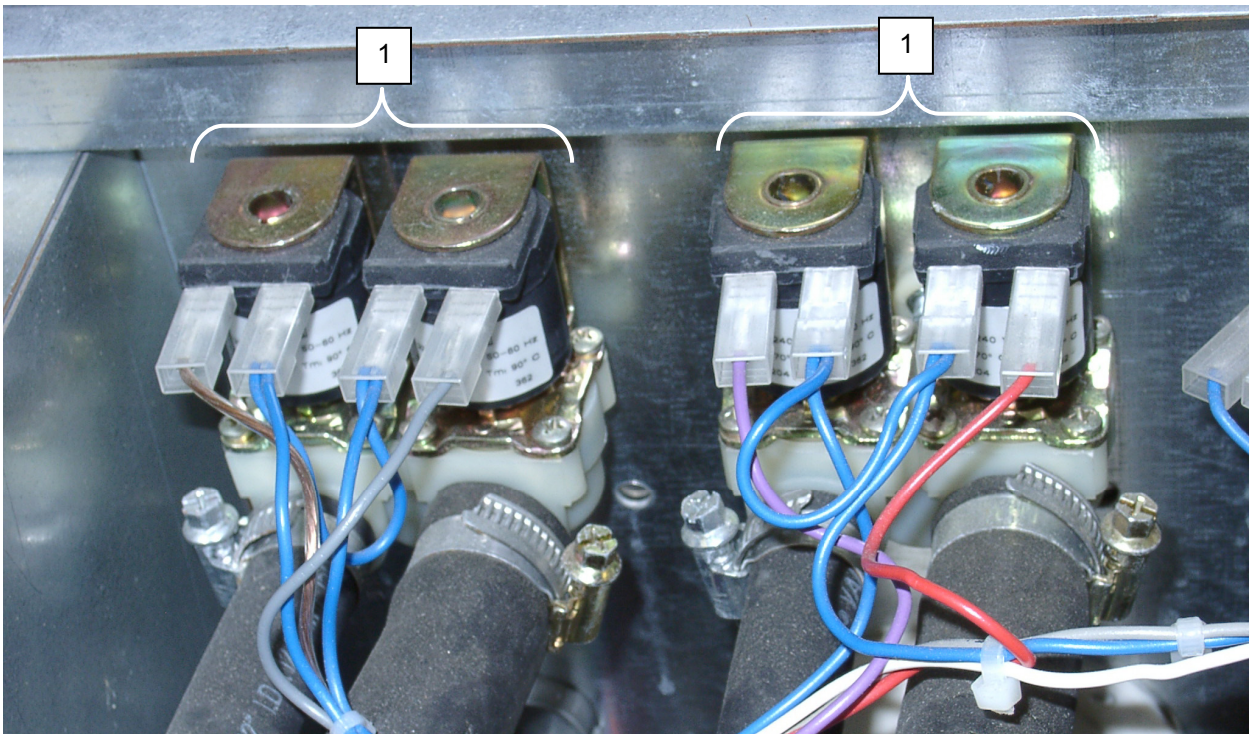

Figure 5. Replace the Washer Water Inlet Valve (2-Way Valve).
2. Tag and disconnect wiring and internal hoses from valve **(Figure 5, Item 1)**.
6. Note the alignment of the fittings **(Figure 6, Item 3)**, and unscrew fittings from the valves **(Figure 5, Item 1)**.
7. Remove screws, washers, and nuts retaining valve **(Figure 5, Item 1)** and remove valve.
8. Install replacement valve **(Figure 5, Item 1)**, and retain with screws, washers, and nuts.
13. Connect wiring and internal hoses to valve **(Figure 5, Item 1)** as tagged